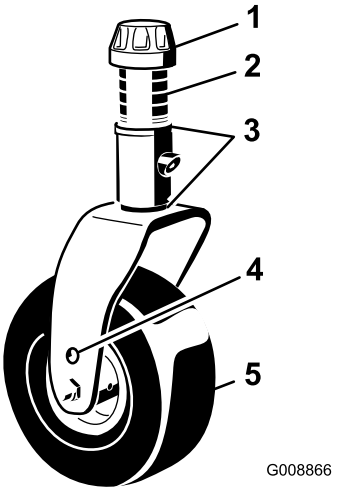

Figur 26
3. Juster afstandsstykkerne (3 mm) på den/de forreste styrehjulsgaffel/styrehjulsgafler, så de afpasses efter klippehøjdemærkaten (Figur 26). Se Justering af plæneklipperskjoldets hældning (side 57).